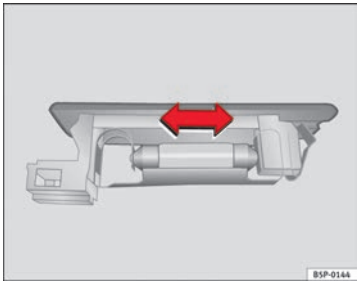

Fig. 199 Luggage compartment light
– Press the bulb sideways and remove it from the housing ⇒ Fig. 199. ■